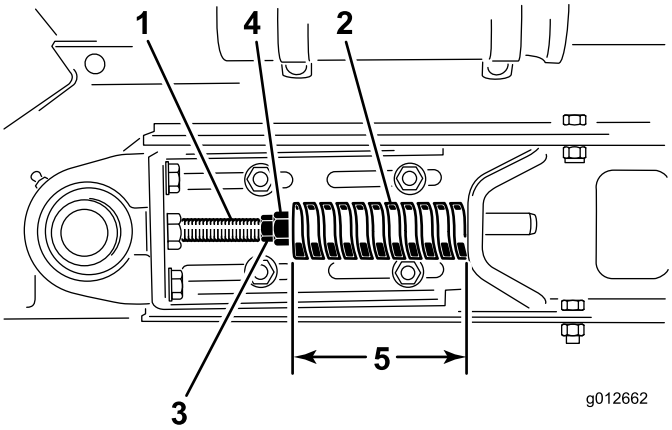

Rysunek 17
1. Poluzuj nakrętki zabezpieczające i wyreguluj nakrętki cięgna w celu osiągnięcia odpowiedniego napięcia (Rysunek 17).